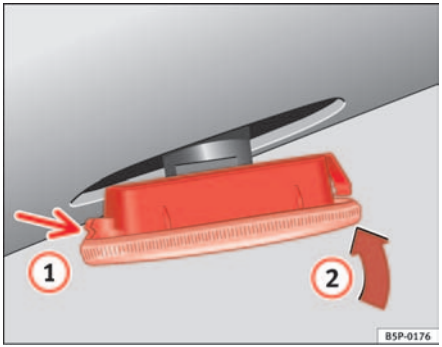

Fig. 187 Side turn indicator
– First place the indicator in the opening in the bodywork, fixing the tabs ⇒ page 247, fig. 187, arrow (1).
– Insert the lamp as shown by the arrow (2) ⇒ page 247, fig. 187 ■